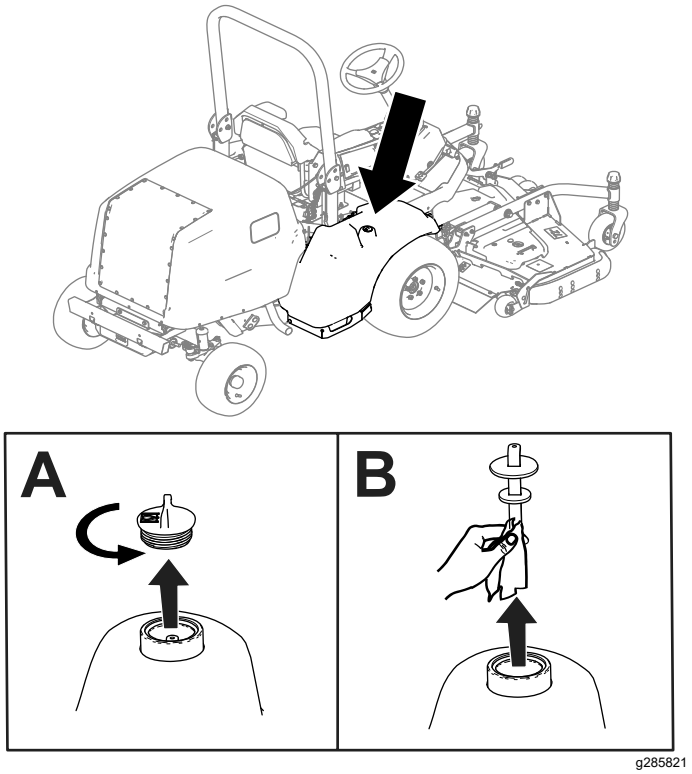

Figura 83
2. Rimuovete il tappo dal serbatoio idraulico (Figura 83).
3. Togliete l'asta di livello dal serbatoio idraulico e pulitela con un panno pulito (Figura 83).